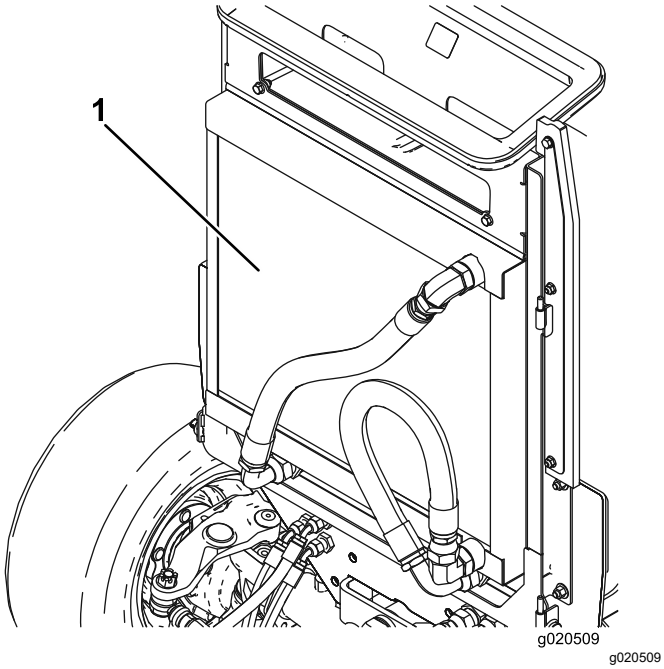

Figura 114
4. Limpe ambos os lados do radiador/refrigerador (Figura 114) com ar comprimido. Comece a partir da parte frontal e sopre os detritos para fora na direção da parte posterior. Depois, limpe a partir da parte posterior e sopre na direção da parte frontal. Repita o procedimento várias vezes até remover toda a sujidade e detritos.